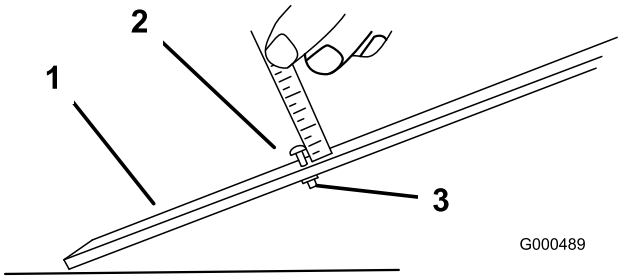

**Figuur 49**
3. Draai de moer op de hoogtelat los (Figuur 49) en draai de stelschroef op de gewenste maaihoogte. De afstand tussen de onderkant van de schroefkop en de lat is de maaihoogte.